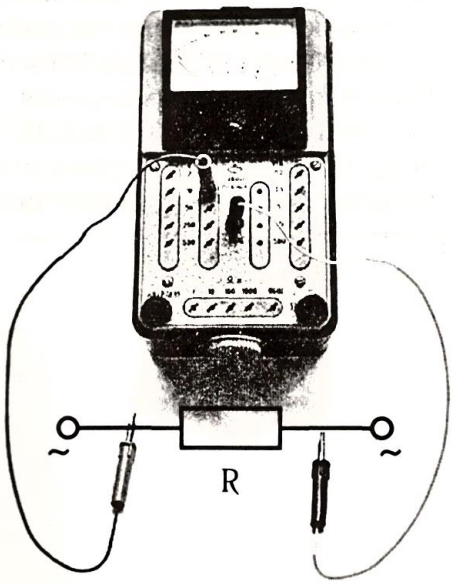

Рис. 5
Используйте авометр для измерения переменного напряжения (рис. 5).
5. Подготовьте прибор к работе: один конец щупа включите в гнездо «-Общ», другой – в выбранное гнездо предела измерения во втором левом вертикальном ряду. Свободные концы щупов соедините параллельно с концами исследуемого участка (рис. 5).